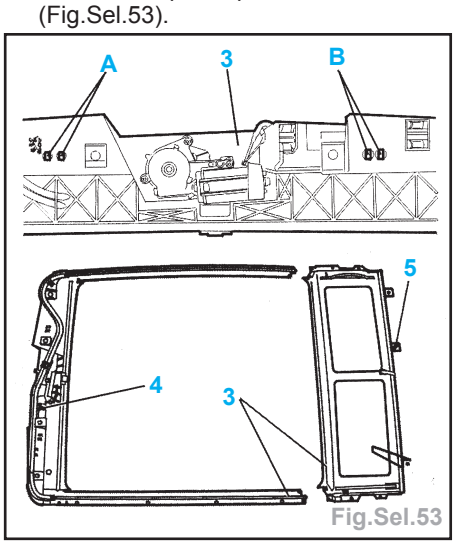

Fig.Sel.53
- à l'aide d'une 2ème personne, dégrafer le sous-ensemble (3) en partie AV en A et B et le déposer par l'AR du véhicule (Fig.Sel.53).